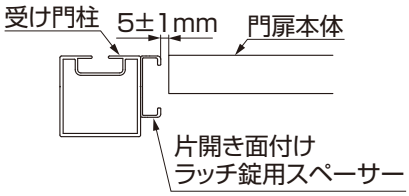

図8-2
- ●面付けラッチ錠仕様の場合、門扉本体と片開き面付けラッチ錠用スペーサーのチリ寸法は5±1mmに調整してください。（図8-2参照）
④内外寸法を決めたあと、固定ボルトをスパナで締付けてください。